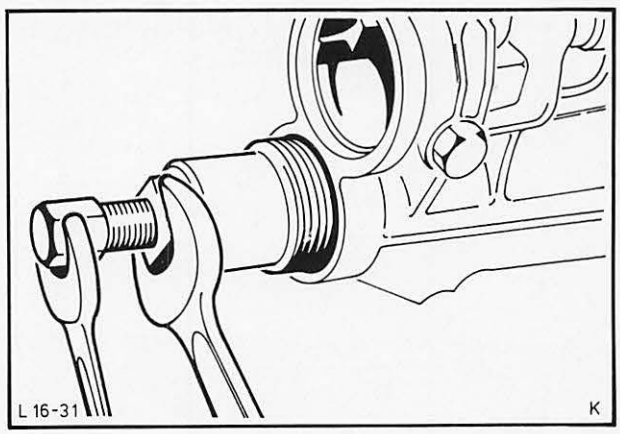

Abb. 44 Radialdichtring mit Spezialwerkzeug 17-001 ausbauen
9. Radialdichtring – Getriebeverlängerung mit Spezialwerkzeug 17-001 ausbauen, Abb. 44.